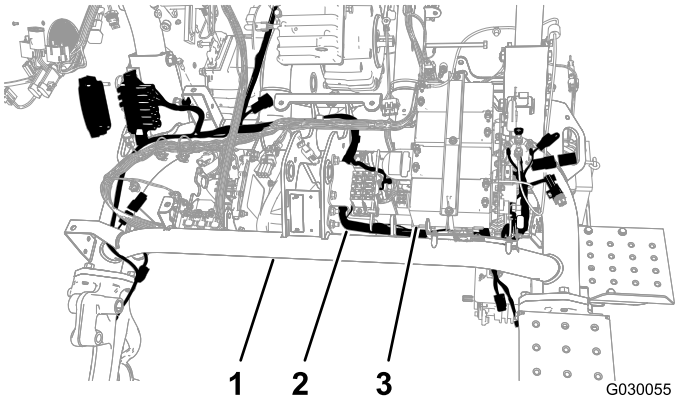

Figura 4
4. Disponete il cablaggio preassemblato sotto il tubo principale del telaio e davanti alle batterie del cilindro (Figura 4).
5. Disponete nuovamente il nuovo cablaggio preassemblato sotto il tubo principale tra il lato opposto della piastra della batteria e il tubo del telaio sinistro (Figura 4).